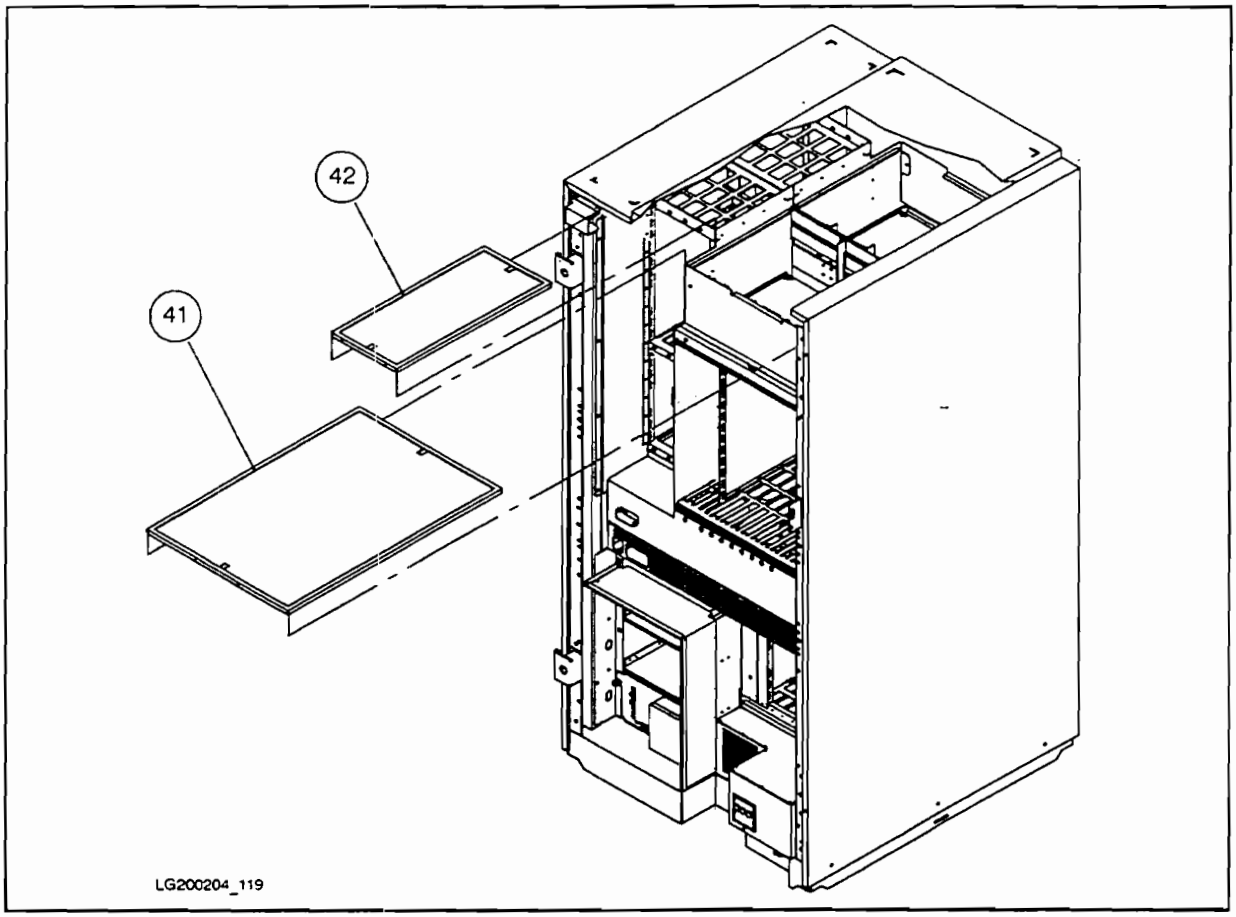

Figure 9-19. Air Filters (Cabinet Rear)
5. Remove the two air filters located above the PMB cardcage and above the SPS cage (see Figure 9-19).
9. Slide the front cardcage assembly (item 36) out, exposing the backplane assembly (item 34).
Two metal air filters are located on rails on top of the PMB/power supply cardcages (see Figure 9-19). Metal filters should not be cleaned: when they become dirty they should be replaced.
To remove an air filter, see Figure 9-19: